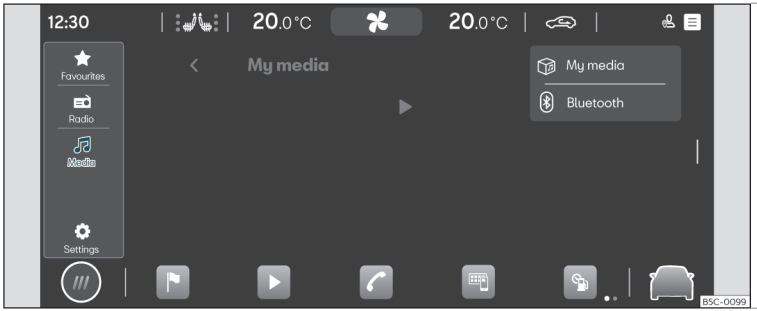

Fig. 128 Schematic representation: Multimedia view
- Press **HOME** > ▶ > ♫ >>> **Fig. 128** .